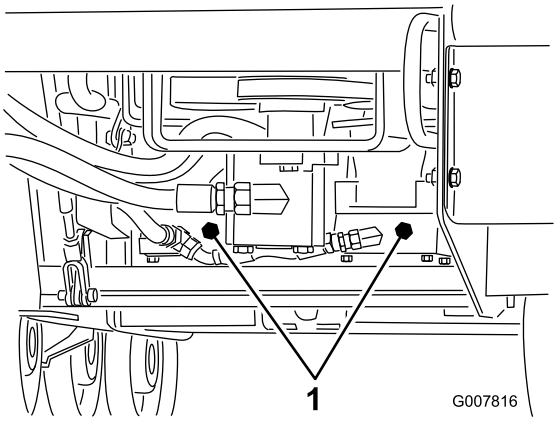

Figur 21
3. Använd en skruvnyckel och vrid bogserventilerna på hydraulpumparna två varv motsols (Figur 21).